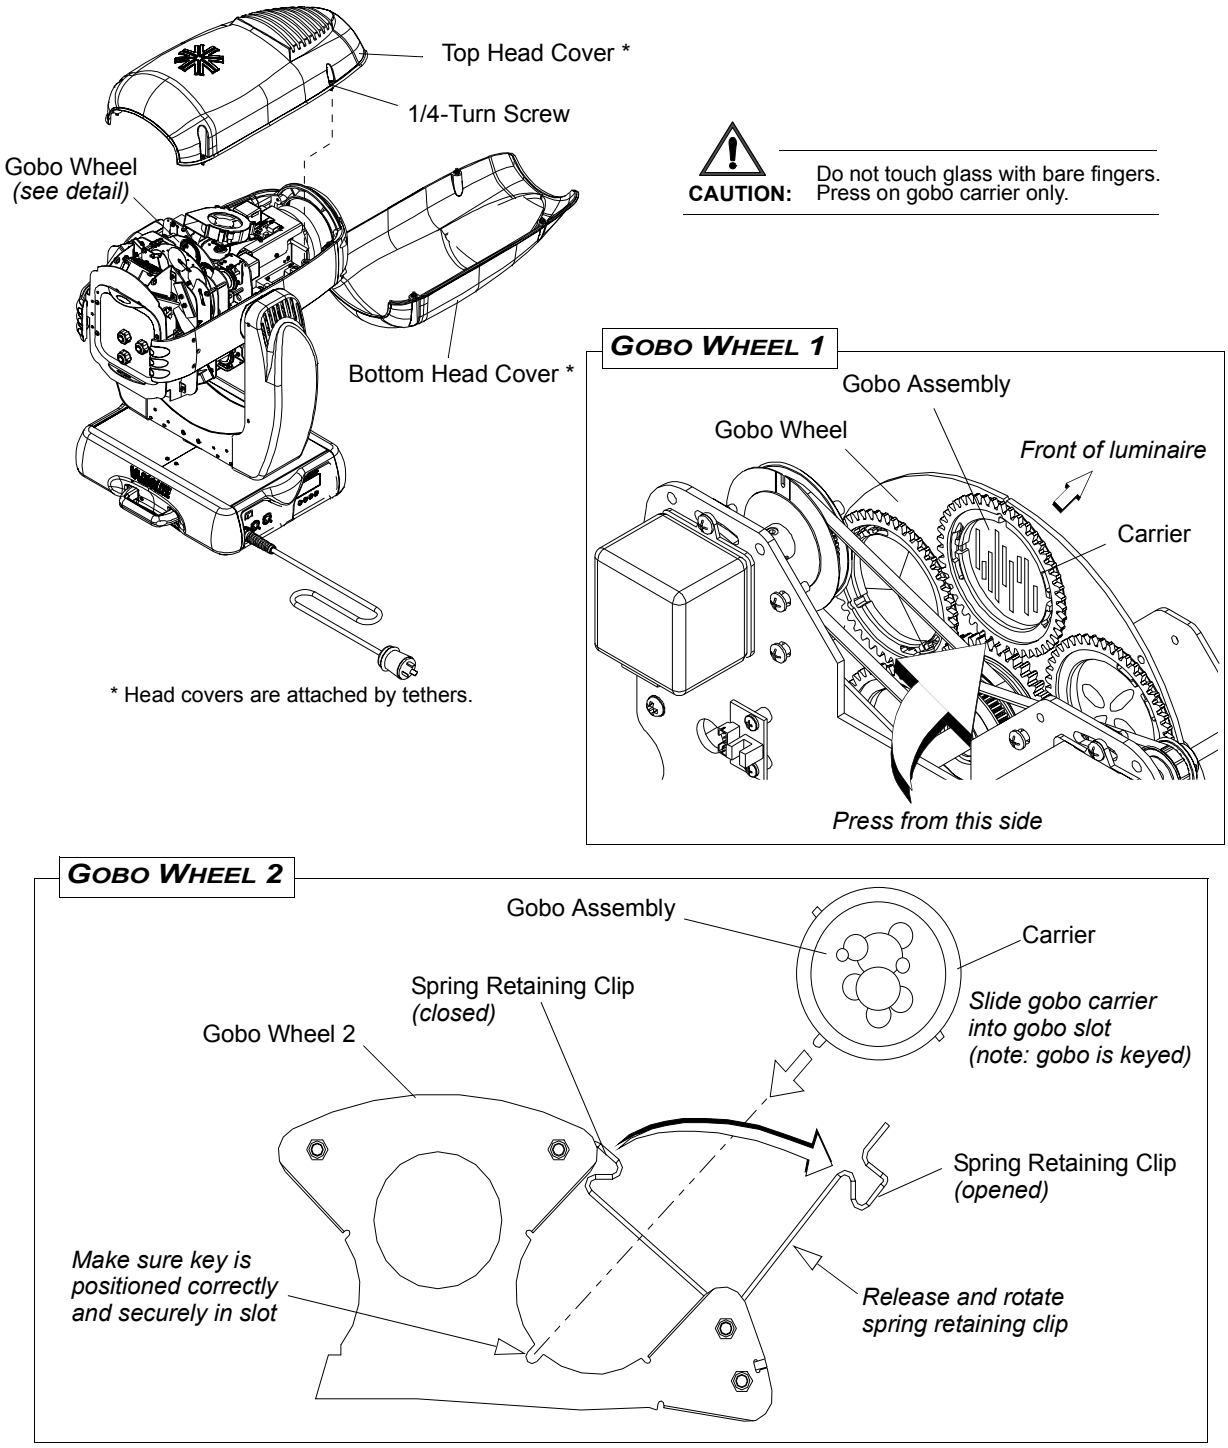

Figure A-3: Replacing Gobos
a. To access Wheel 1, remove bottom cover as shown in Figure A-3.
b. To access Wheel 2, remove top cover as shown in Figure A-3.
a. Release (open) spring retaining clip as shown in Figure A-3.